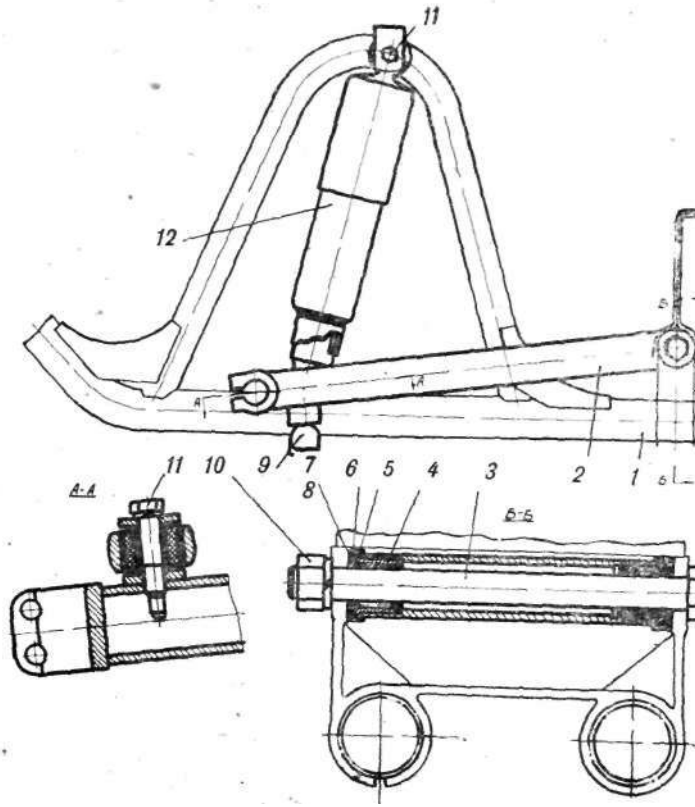

Рис. 45. Подвеска бокового прицепа БП-1:
Вместо торсионной подвески в нем применена маятниковая с гидравлическим амортизатором, (рис. 45). Колесо прицепа взаимозаменяемо с колесами мотоцикла и снабжено тормозом с приводом от рычага ножного тормоза. Для удобства посадки пассажира верх передней части кузова (капота) выполнен сдвижным. Открывается капот нажатием на кнопку, закрывается энергичным движением рукоятки в крайнее заднее положение.
4. Вывернуть болт // (рис. 45) крепления амортизатора.